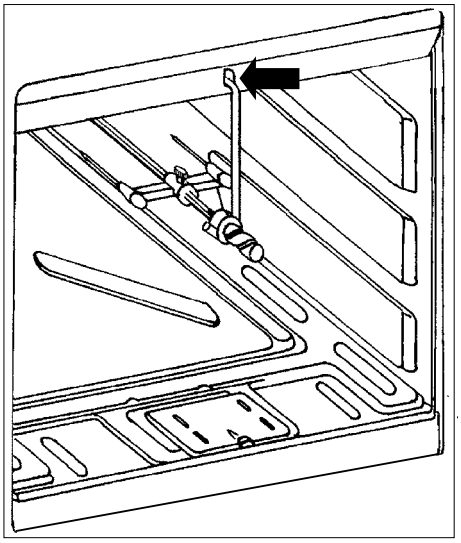

fig. 6
6. Positionnez le support de broche dans l'orifice situé sur l'encadrement supérieur avant du four (fig. 6).